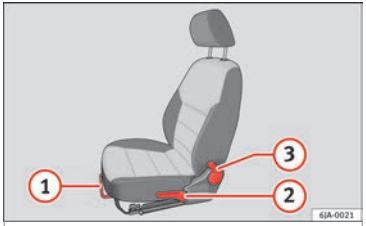

Fig. 58 Seat adjustment controls/Adjustment controls for a sports seat
– Lift the lever (1) ››› **Fig. 58** (the central part) and move the seat forwards or backwards.
– Then release the lever (1) and move the seat further until the catch engages.
– To raise, pump the lever (2) ››› **Fig. 58** (several times if required) upwards to the required seat position.
– To lower, pump the lever (2) (several times if required) downwards to the required seat position.
– Take your weight off the backrest and pull the lever (3) ››› **Fig. 58** backwards, pressing on the backrest to the required angle.
– When the lever (3) is released, the backrest will remain in the set position.